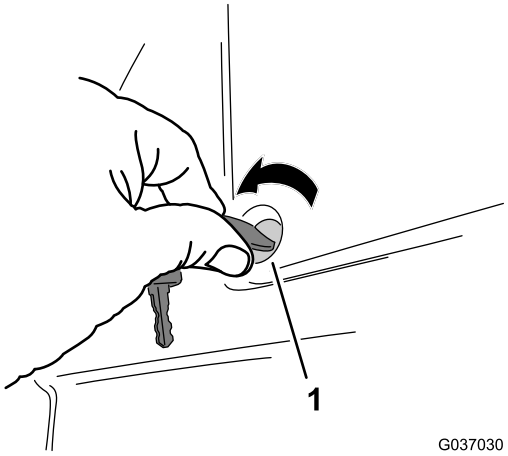

Figure 1
1. Tournez les 2 fixations quart-de-tour qui fixent le couvercle de la batterie à la plate-forme du conducteur dans le sens antihoraire et déposez le couvercle (Figure 1).